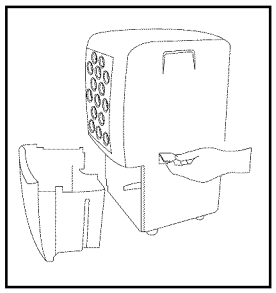

fig. 1
c. Lift up the side flap located on the right side of the unit as looking from the front. (fig.1)